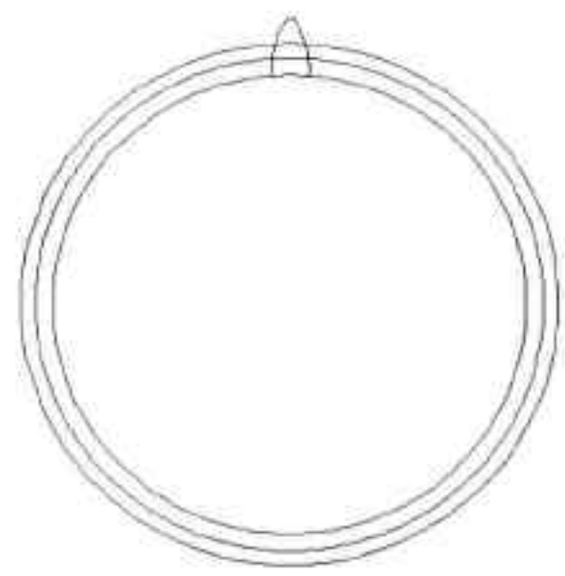

图12-45 修剪图形
Step08 执行“修剪”命令，对镜像后的图形进行修剪操作，完成一个齿轮图形的绘制，其结果如图 12-45 所示。